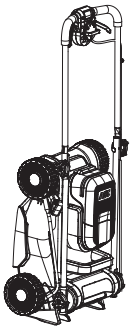

Rys. 23
- Na czas przechowywania ustawić kosiarkę płasko lub pionowo (rys. 23).